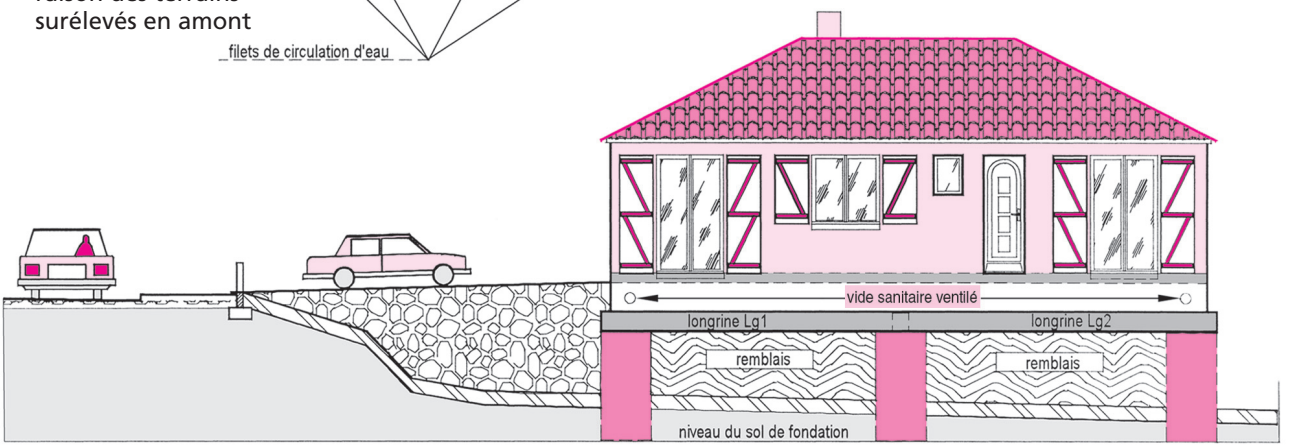

Fig. 26 : Terrain en contrebas par rapport à la rue et en pente vers l'arrière de la maison
- présence de remblais (fig. 26) ;